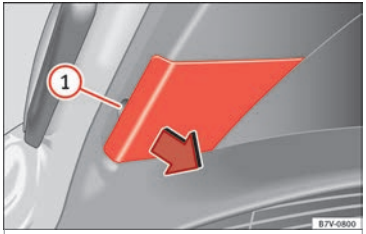

Fig. 217 On the rear lid: Remove the cover.
2. Extract the cover carefully using the flat part of the screwdriver from the vehicle tool kit as a lever (»» Fig. 181) on the indent »» Fig. 217 ①.